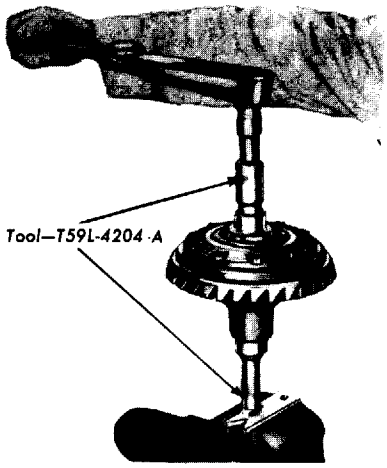

FIG. 23—Differential Torque Check
15. Check the torque required to rotate one side gear while the other side gear is held (Fig. 23). Ignore the